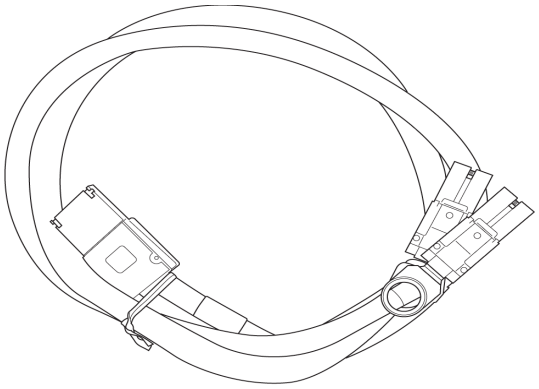

Figure 3.56: iPass Y-cable
- ❑ 1 iPass Y-cable for x1 and x4 (see Figure 3.56 on page 126).